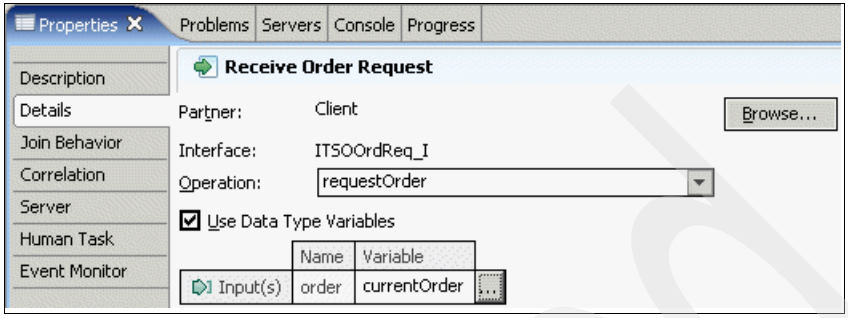

Figure 11-66 Receive Order Request input
5. Set Receive Order Request to use the variable `currentOrder` as its input (see Figure 11-66).